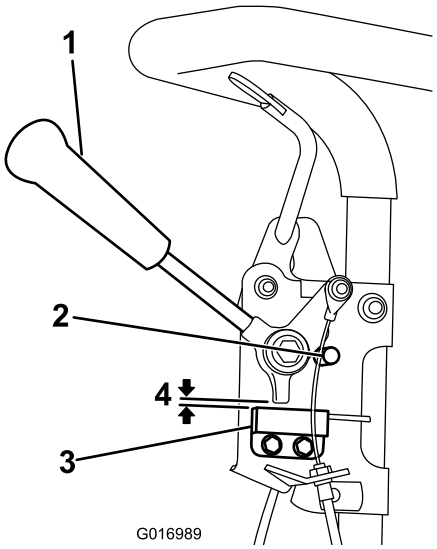

**Figur 29**
1. Sørg for, at motoren er slukket og at traktionshåndtaget er udkoblet og har kontakt med neutralstoppet (Figur 29).
2. Løsn sikkerhedskontaktens fastgørelsesanordninger (Figur 29).
3. Placer et 0,8 mm tykt afstandsstykke mellem traktionshåndtaget og sikkerhedskontakten (Figur 29 ).